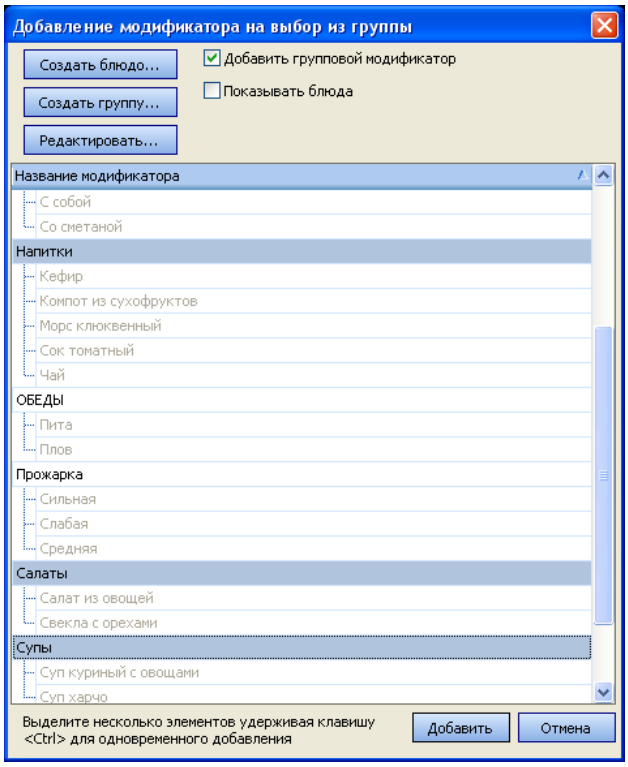

Рисунок 222 Окно Добавление модификатора на выбор из группы – добавление группового модификатора
4. В окне выбора модификаторов в поле **Добавить групповой модификатор** поставьте галочку. Из списка будут доступны только номенклатурные группы, содержащие модификаторы (см. Рисунок 222).